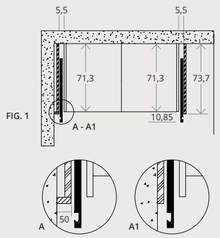
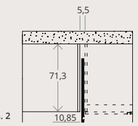

FIG. 1
FIG. 2
Se il lato con meccanismo rientrante è accostato ad una parete inserire una fascia con fianco (Lmin.= 5 cm) (Fig. 1- A) o un coprifianco da unire con apposito connettore singolo (Fig. 1- A1)
- Il lato con meccanismo rientrante NON può essere a vista: inserire un coprifianco (Fig. 1) o accostare altro box (Fig. 2). Unire con apposito connettore singolo
If the side with the retractable mechanism is placed side-by-side with a wall, insert a strip with a side panel (L.min.= 5 cm) (Fig. 1-A) or a side facing panel to be joined with a dedicated single connector (Fig. 1-A1)
- The side with the retractable mechanism can NOT be visible: insert a side facing panel (Fig. 1) or place side-by-side with another box (Fig. 2). Join with a dedicated single connector
Si le côté avec mécanisme rentrant est accosté à une paroi, insérer un filler avec côté (Lmin.= 5 cm) (Fig. 1-A) ou une joue latérale à associer avec un raccord simple approprié (Fig. 1-A1)
- Le côté avec mécanisme rentrant NE PEUT PAS être visible : insérer une joue latérale (Fig. 1) ou accoster un autre box (Fig. 2). Associer avec un raccord simple approprié
Sollte die Seite mit dem zurückversetzten Mechanismus an einer Wand installiert werden, muss ein Band mit Seitenpaneel (Lmin.= 5 cm) (Abb. 1-A) oder ein Seitenpaneel mit geeignetem einzelnen Anschluss vorgesehen werden (Abb. 1-A1)
- Seite mit dem zurückversetzten Mechanismus darf NICHT sichtbar montiert werden. Immer ein Seitenpaneel (Abb. 1) vorsehen oder eine andere Box daneben montieren (Abb. 2). Mit einem geeignetem einzelnen Anschluss vereinen.
Si el lado con el mecanismo de apertura de una pared, instalar una banda con costado (Lmín. = 5 cm) (Fig. 1-A) o un panel de protección lateral para unir con un conector individual adecuado (Fig. 1-A1)
- El lado con el mecanismo escamoteable NO puede estar a la vista: instalar un panel de protección lateral (Fig. 1) o apoyar otro box (Fig.2). Unir con el conector individual adecuado.
Если сторона с задвигающим механизмом находится рядом со стенкой, необходимо установить планку с боковой панелью (Ш. мин.= 5 см) (Рис. 1-A) или накладку на боковую панель, которую необходимо соединить с специальным одинарным соединительным зажимом (Рис. 1-A1)
- Сторона с задвигающим механизмом НЕ может быть видимой: необходимо установить накладка на боковую панель (Рис. 1) или установить рядом другой бокс (Рис.2). Соединить со специальным одинарным соединительным зажимом
如果带有伸缩机制的一边靠近墙壁, 则插入一块带侧板的补板条 ($L_{最小}$= 5cm) (图1-A) 或一块侧面见光板, 并使用单个专用连接器连接 (图1-A1)。
- 带有伸缩机制的一边不可见: 插入一块侧面见光板 (图1) 或紧靠安装另一个柜子 (图2)。使用单个专用连接器连接